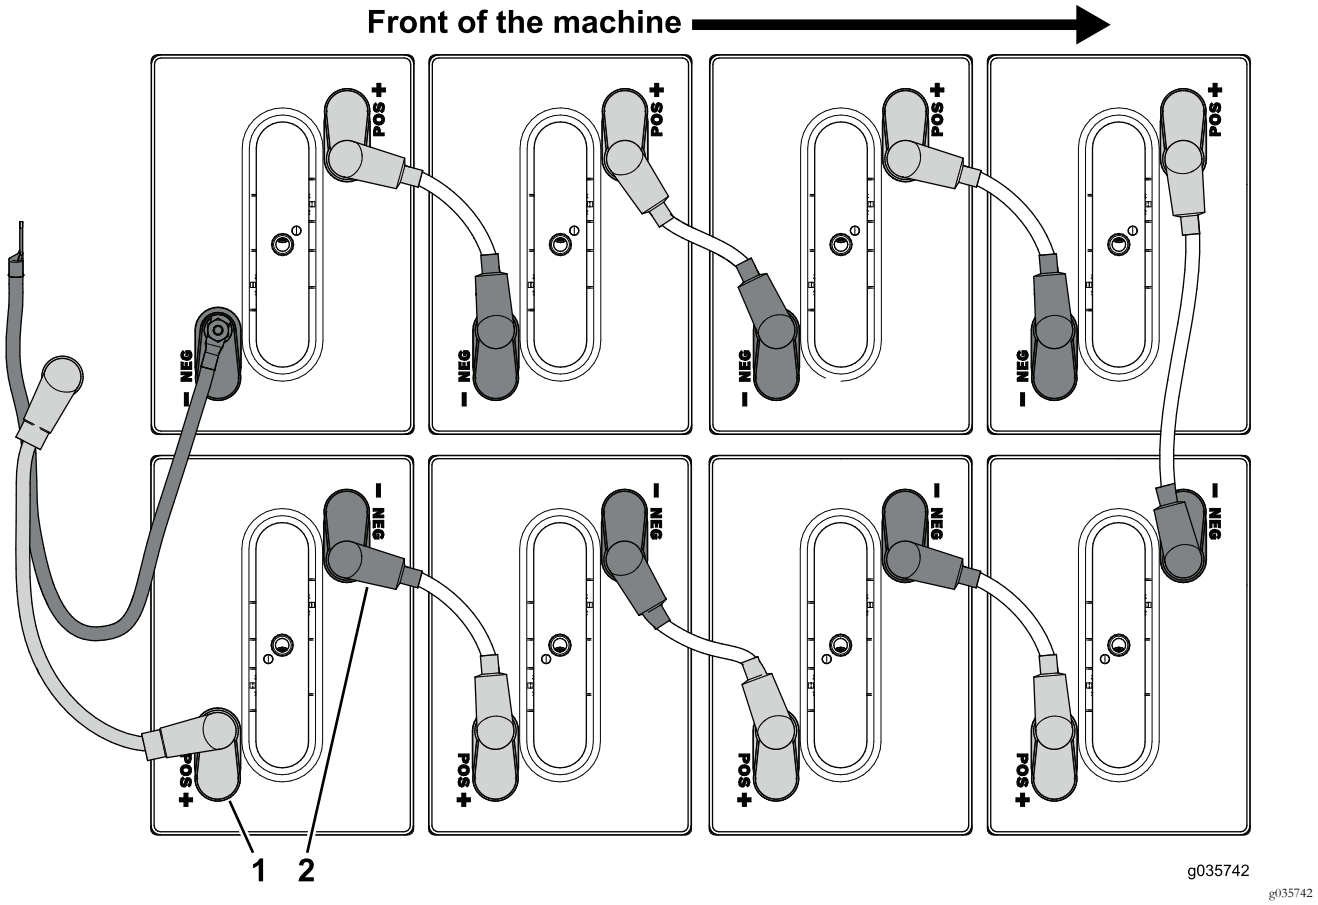

Bild 98
4. Schließen Sie die Batteriekabel an, die am Pluspol (+) der Batterien im vorderen Batteriefach angeschlossen sind (Bild 98).
5. Schließen Sie die Batteriekabel an, die am Minuspol (-) der Batterien im vorderen Batteriefach angeschlossen sind (Bild 98).